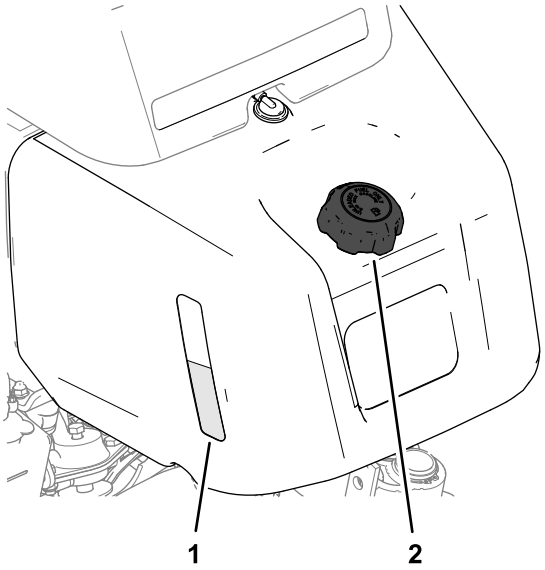
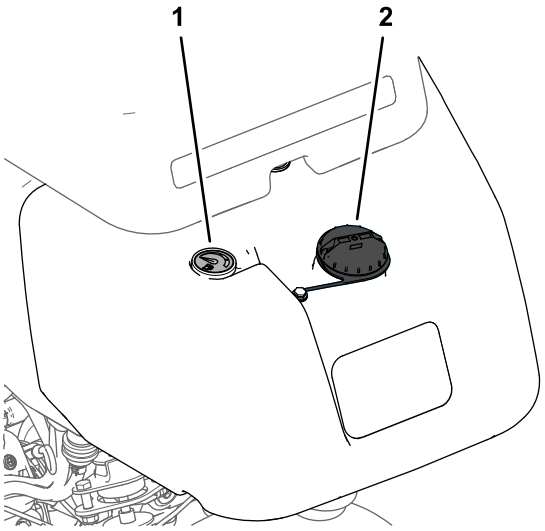

Figur 20
Figur 21
1. Rengjør rundt og ta av lokket på drivstofftanken (Figur 20 eller Figur 21).